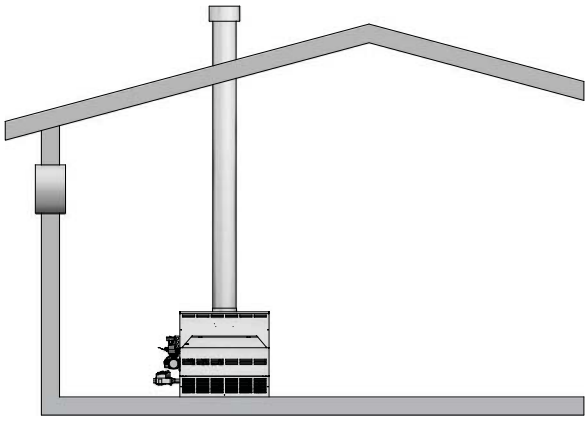

Figure 1-6_*Combustion Air from Outside Single Opening*
4. If a single combustion air opening is provided to bring combustion air in directly from the outdoors, the opening must be sized based on a minimum free area of one square inch per 3000 Btu/hr (7 cm^2 per kW). This opening must be located within 12" (30 cm) of the top of the enclosure (see FIG. 1-6).